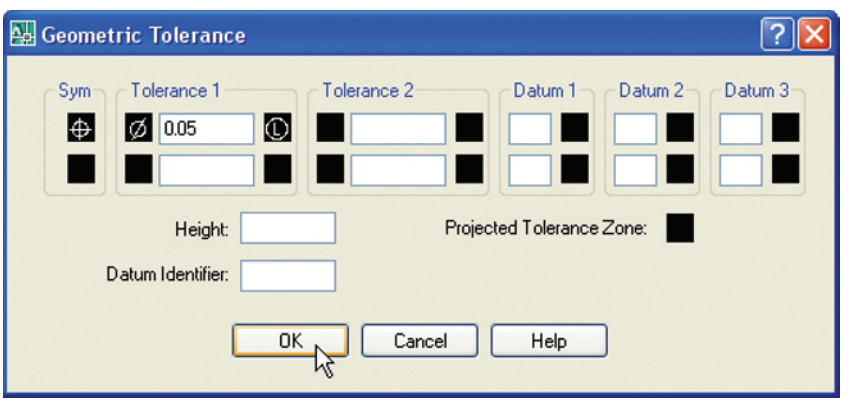
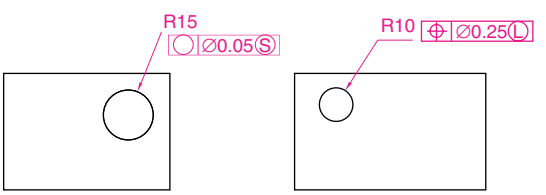

Fig. 6.29 The completed **Geometric Tolerance** dialog
Fig. 6.30 Example – **Geometric tolerances**
Example – Geometric tolerances (Fig. 6.30)
6. *Enter* **0.05** in the **Tolerance 1** field (Fig. 6.29), followed by a *click* on the dialog's **OK** button. The geometrical tolerance appears. Move it to a position near the **R10** dimension in the drawing (Fig. 6.30).
7. Now add a geometrical tolerance to the **15** dimension as shown in Fig. 6.30.